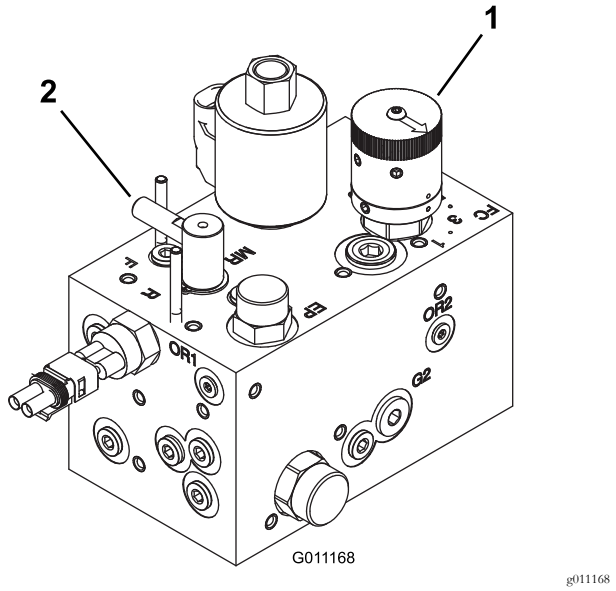

Figuur 77
3. Zet de wethendel in de stand R. Draai de toerenregelaar van de messenkooien naar stand 1 (Figuur 77).